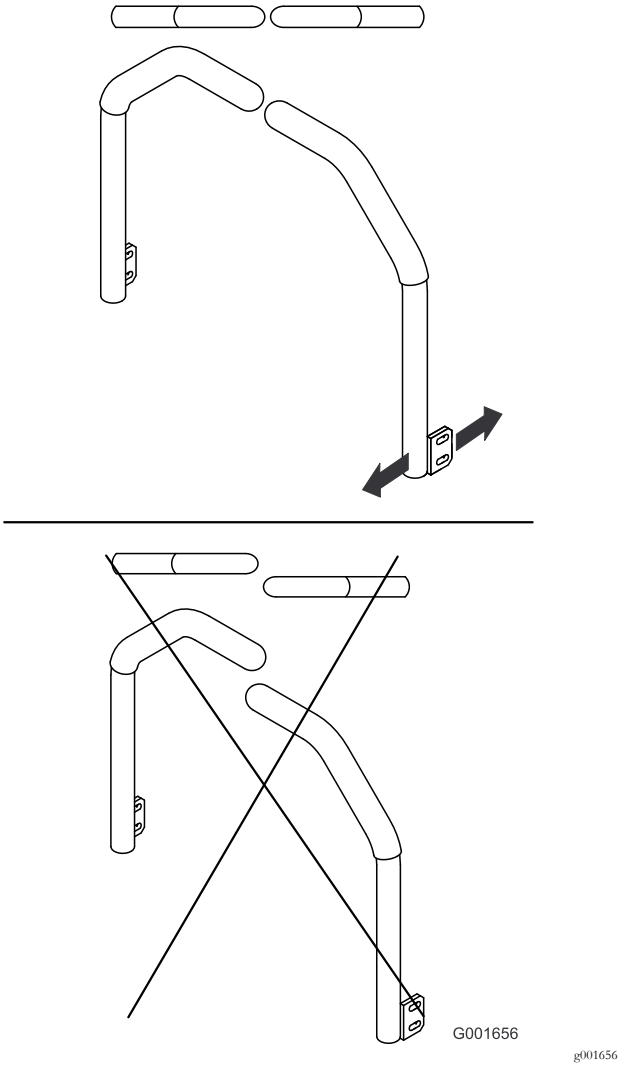

Figuur 60
5. Stel de rijhendels zodanig af dat ze in een lijn staan en draai de bouten vast waarmee de rijhendels worden bevestigd aan de steunen (Figuur 60).